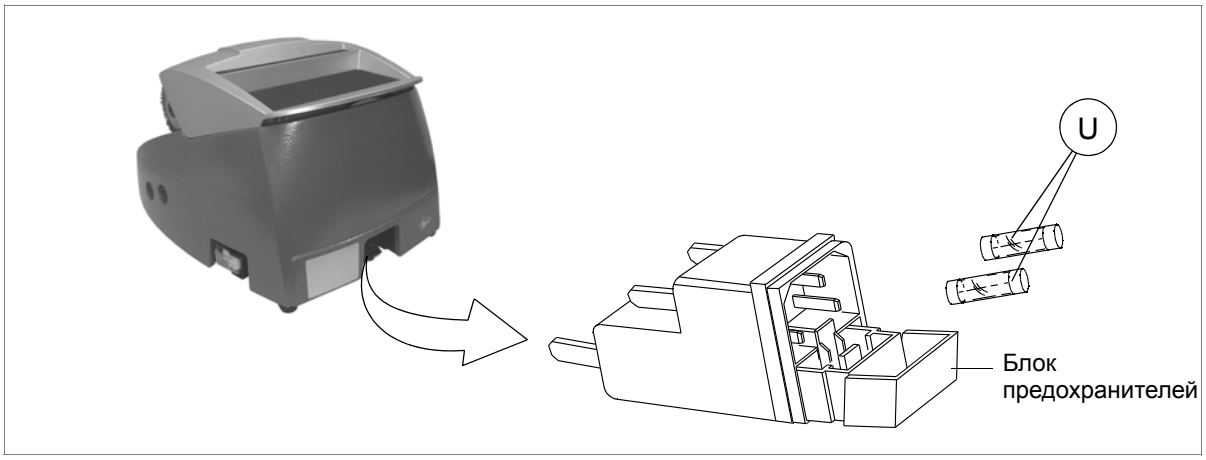

Рис. 27
3) Извлеките блок плавких предохранителей, расположенный ниже разъема питания станка (V) (рис. 27).
4) Замените плавкие предохранители (U) (рис. 27).